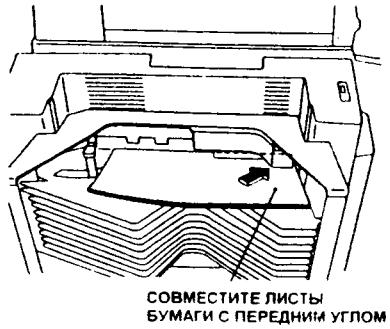

Рис. 1
1. (Рис. 1) Загрузите 3 - 4 листа бумаги формата А4 в первую ячейку и сшейте их в ручном режиме.